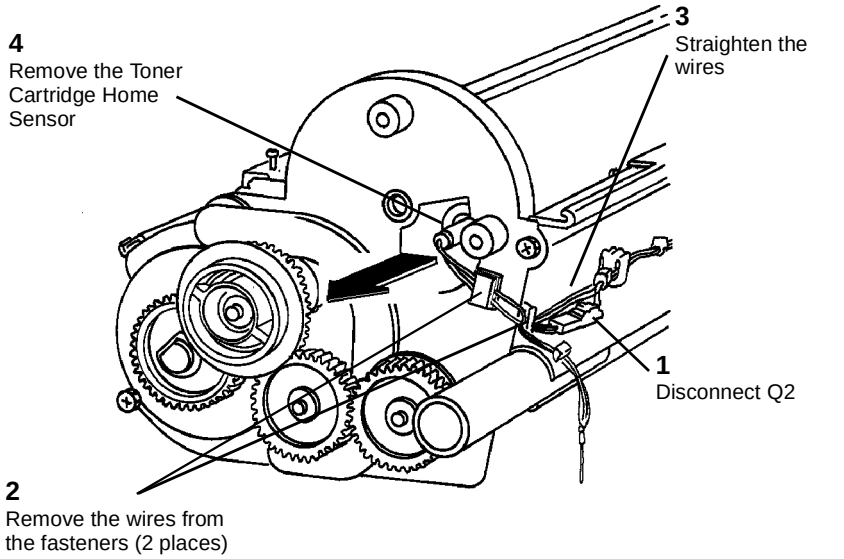

**Figure 1 Removing the Toner Cartridge Home Sensor**
3. (Figure 1): Remove the Toner Cartridge Home Sensor.